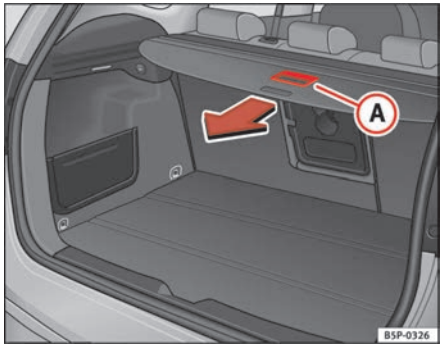

Fig. 124 Using the luggage compartment cover
– Use the handle (A) to pull the cover back until you hear a “click” ⇒ fig. 124.